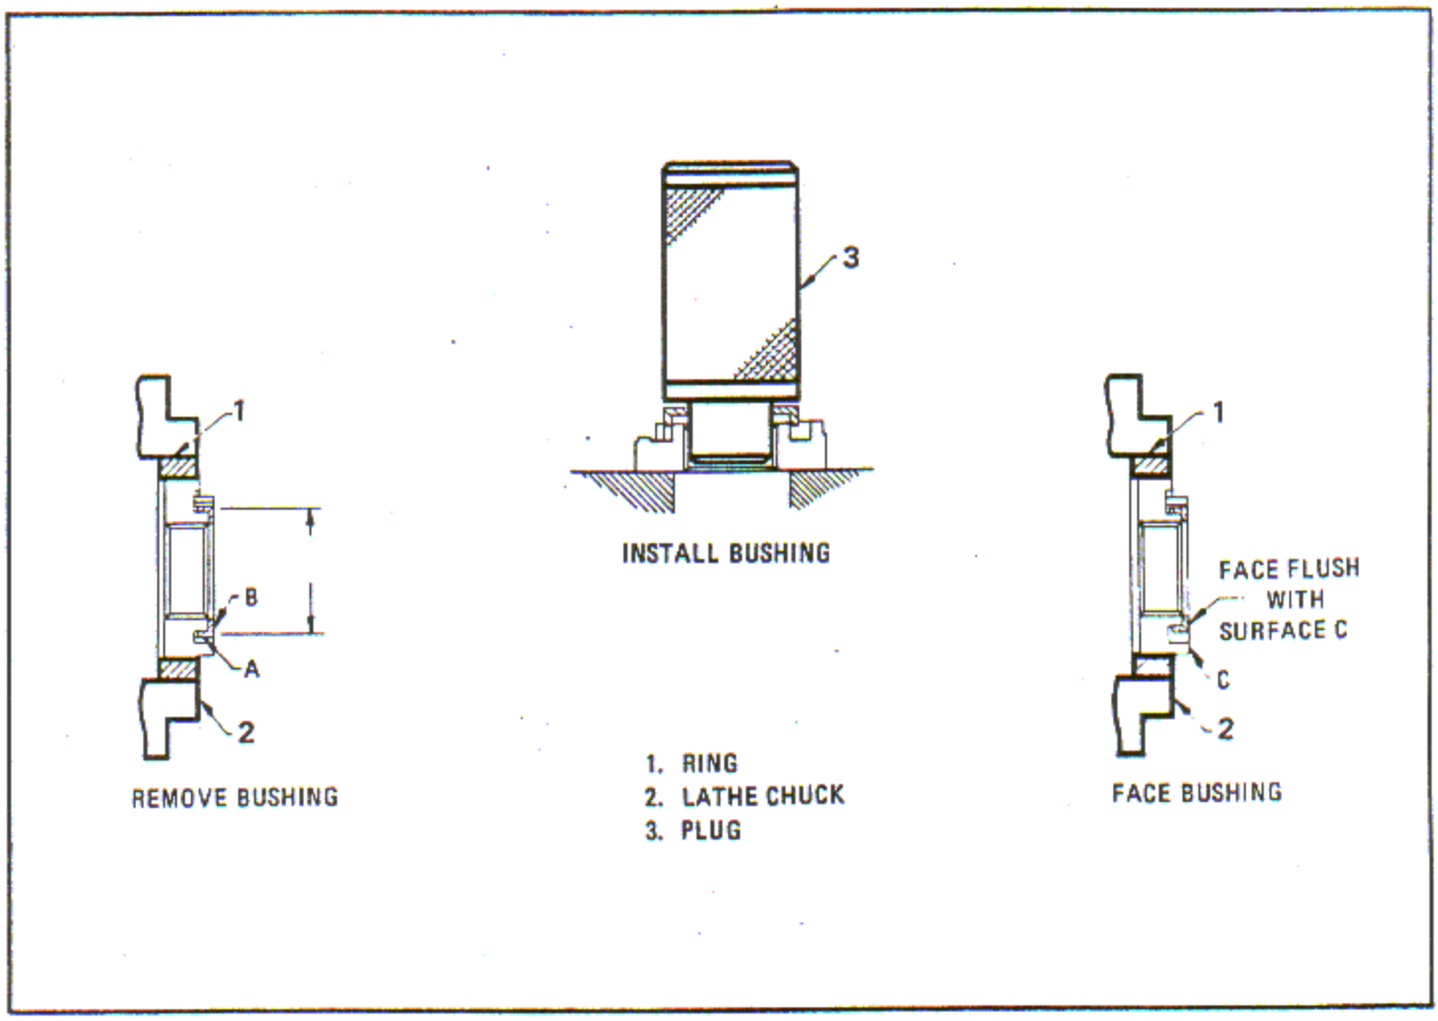

Figure 6-217. Impeller Low Speed Drive Clutch Cam Bushing Replacement (R1820-76 Series, -86A, -86B)
6-703. Removing Bushing. Place ring (1, figure 6-217) over the cam and bushing assembly. Secure protector in a lathe chuck (2). Indicate surfaces A and B to run true within 0.002 inch full indicator reading. Turn down the outside diameter of the bushing to the diameter shown. Leave a 0.010 inch wall. Pick off the remaining shell.